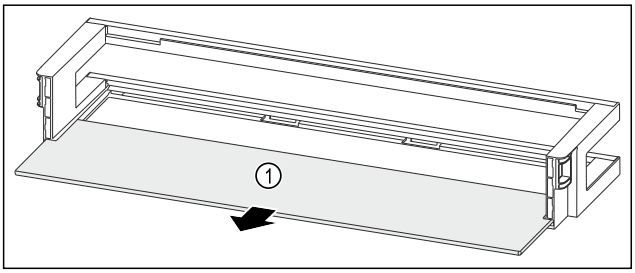

Fig. 140 Door rack with shelf
▶ Remove the shelf *Fig. 140 (1)*.